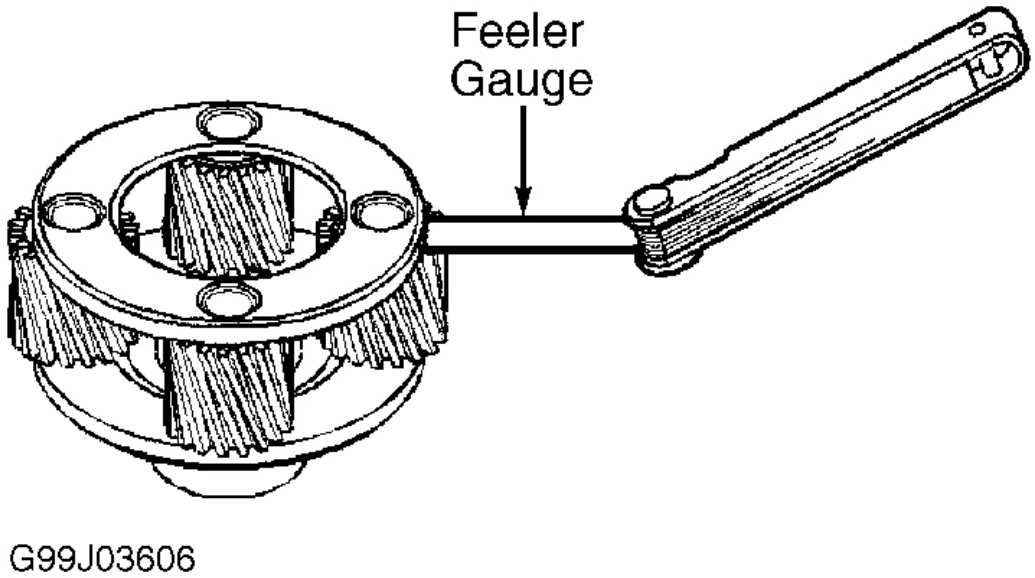

Fig. 74: Measuring Input Carrier Pinion Gear End Play
2. Rotate sleeve and note smoothness of bearing operation. Replace carrier assembly if roughness is felt. Check pinion gear end play on reaction and input carriers. See **Fig. 74** .